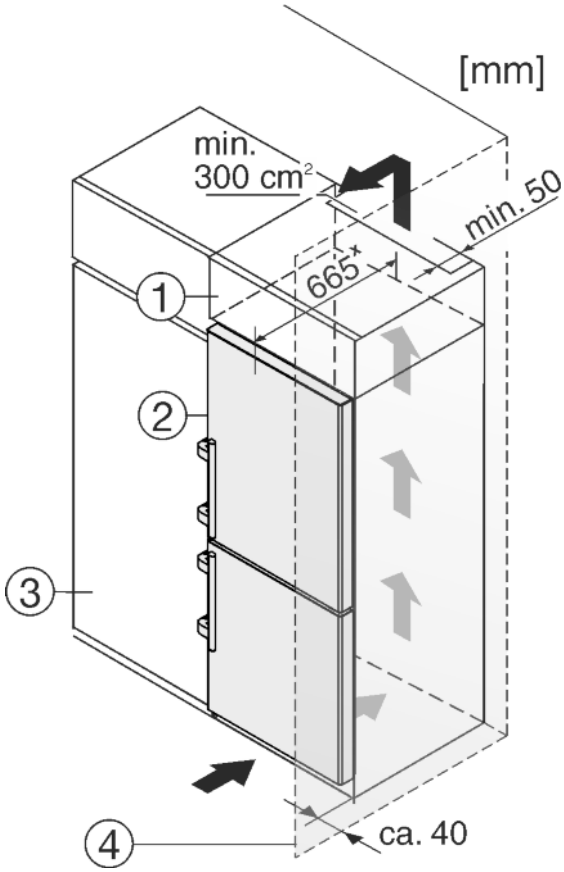

Fig. 42
The appliance can be inserted into a row of kitchen units. To match the appliance *Fig. 42 (2)* to the height of the row of units, a suitable stack cabinet *Fig. 42 (1)* can be fitted above the appliance.
When retrofitting with kitchen cabinets the appliance can be installed directly next to the cabinet *Fig. 42 (3)*. So that the doors can be opened fully the appliance must be stick out at least 65 mm^{x} from the front of the cabinet. The appliance may protrude further depending on the depth of the kitchen cabinets and if wall spacers are used.
If the appliance is installed with the hinges next to a wall *Fig. 42 (4)*, the distance between appliance and wall has to be at least 40 mm. This corresponds to the projection of the handle when the door is open.